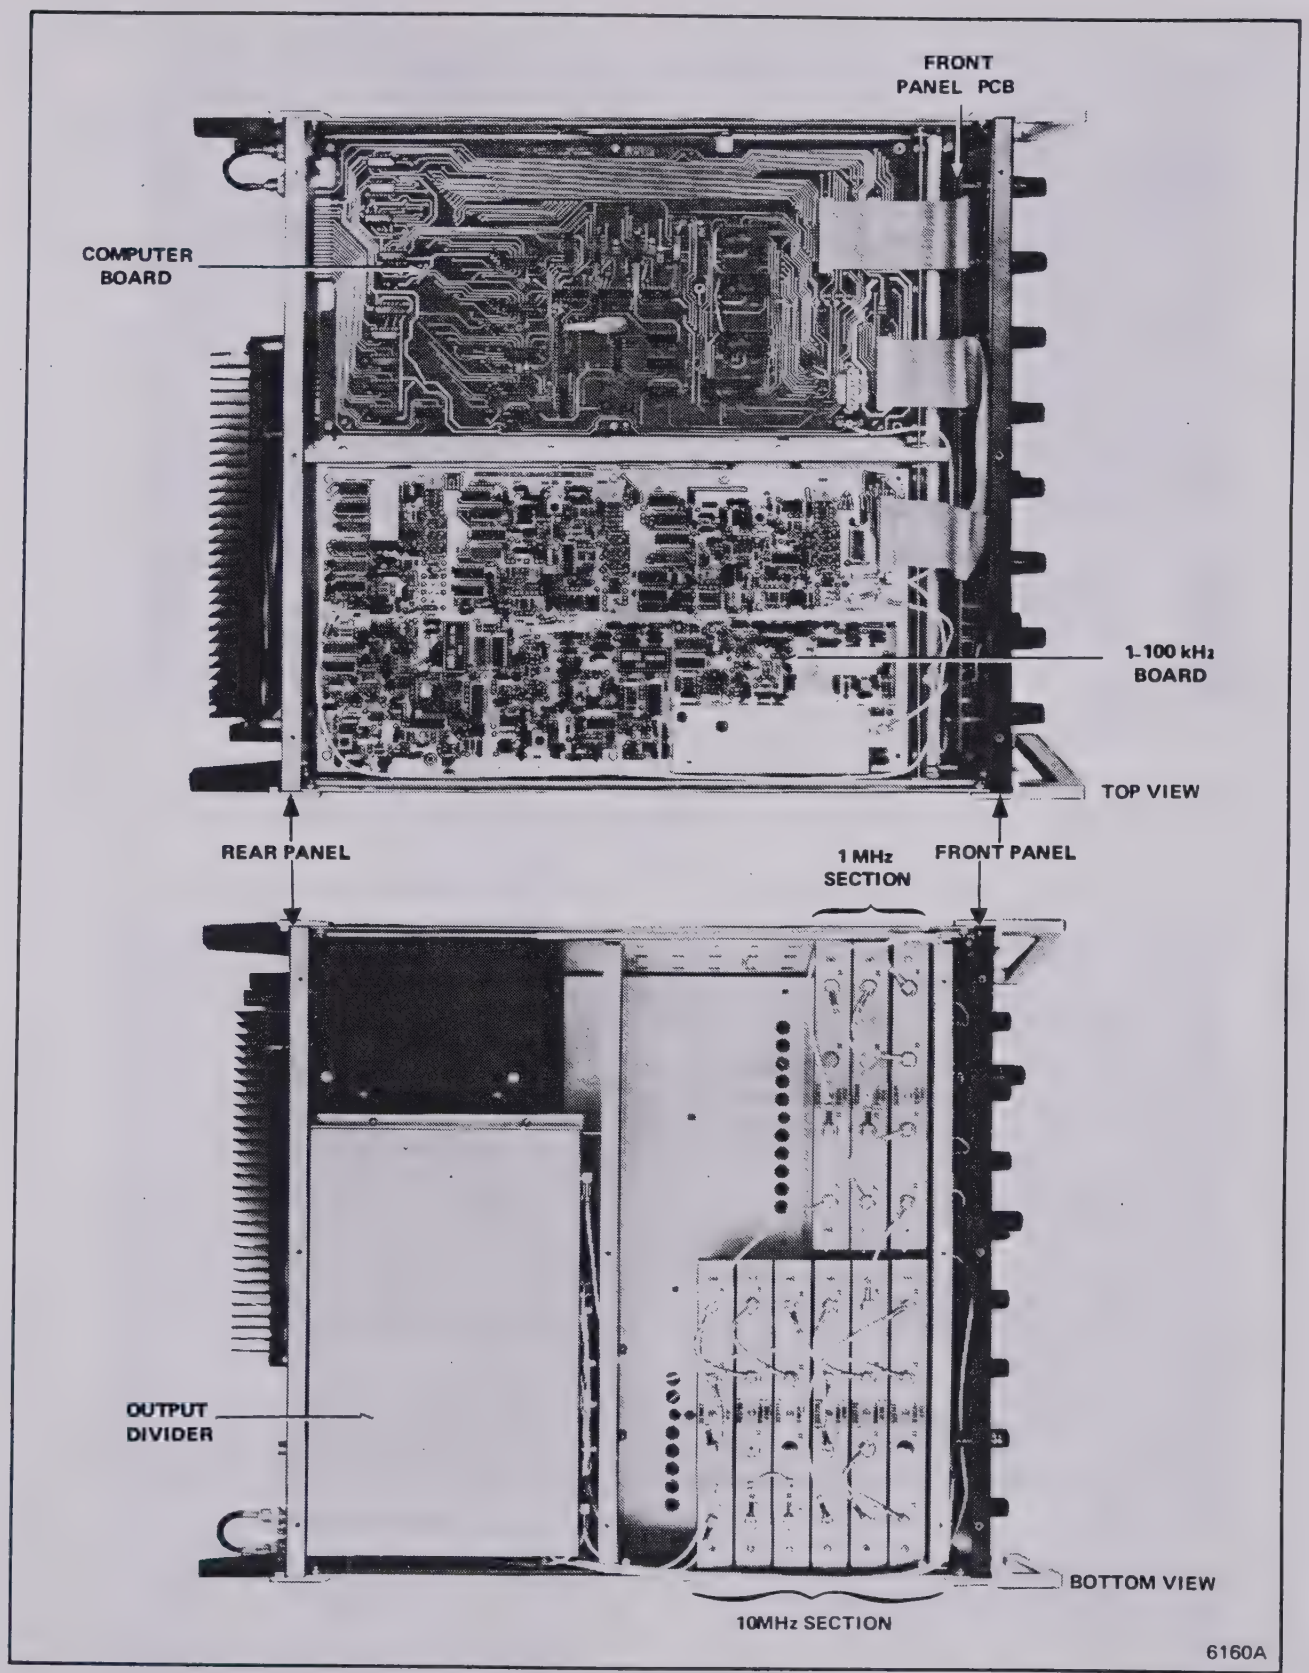

Figure 4-1. SECTION LOCATIONS
c. Remove the top and bottom dust covers. Access is now provided to the modules shown in Figure 4-1.